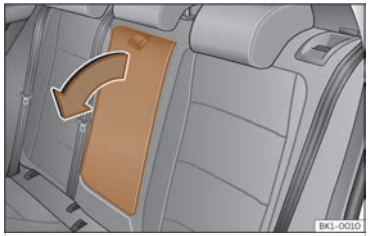

Fig. 75 Reposabrazos central trasero abatible (representación esquemática).
- Para *bajar* el reposabrazos, tire del lazo en el sentido de la flecha ››› **fig. 75**.